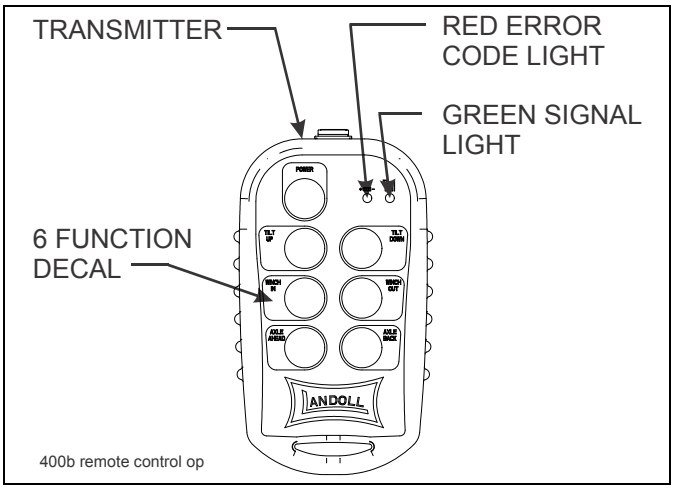

Figure 3-15: Remote Control Transmitter
1. A wireless six function radio remote control is available **(See Figure 3-15.)**